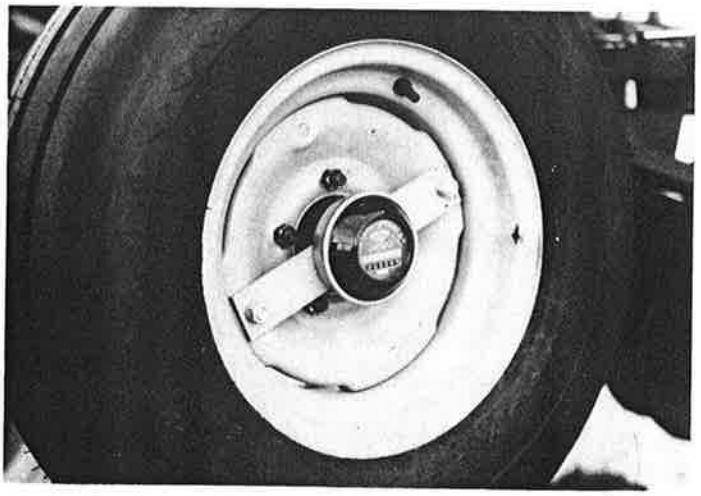

FIGURE 4-2
3. A box of parts is located in the drill box. Remove the flat strap iron with three holes (one centered) and install the acre counter in the center hole. Then install the bracket on either of the drive tires using two ½" x 1 ½"" bolts through the wheel. (See Fig. 4-2)